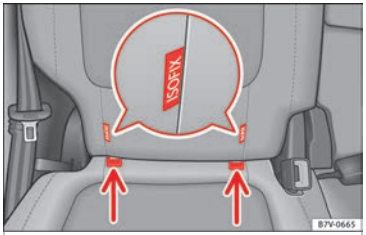

Afb. 37 Versie 2: identificatie van de verankeringen voor het kinderzitje in de stoel van de wagen.
- Steek het kinderzitje in de bevestigingsringen ››› **afb. 37**, in de richting van de pijl. Het kinderzitje moet goed en hoorbaar vastklikken.
- Plaats het kinderzitje op de zitting en koppel de haken van de bevestigingsriemen aan de bevestigingsringen ››› **afb. 37**.